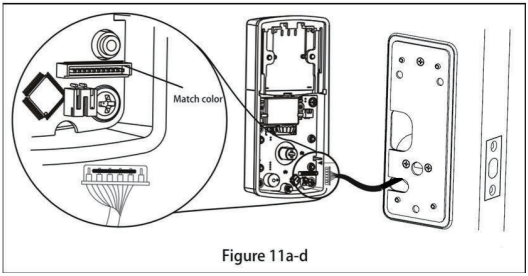

Figure 11a-d
a. Use care to attach the Control Wire male plug to the Interior Assembly female socket connector (Figure 11a).